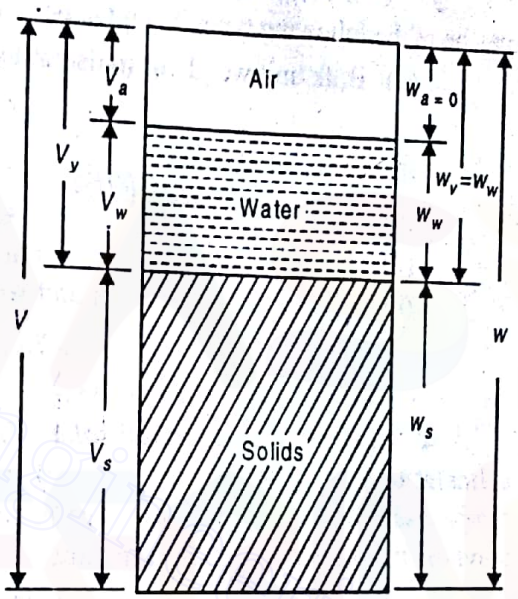

Fig. 11.1
A soil mass is a three phase system consisting of solid particles (called soil grains), water and air, as shown in Fig. 11.1. The total volume (V) of the soil mass consists of volume of air (V_a), volume of water (V_w) and the volume of solids (V_s). The volume of voids (V_v) is, therefore, equal to the volume of air plus the volume of water. Since weight of air (W_a) is considered to be negligible, therefore, the weight of voids (W_v) is equal to the weight of water (W_w).